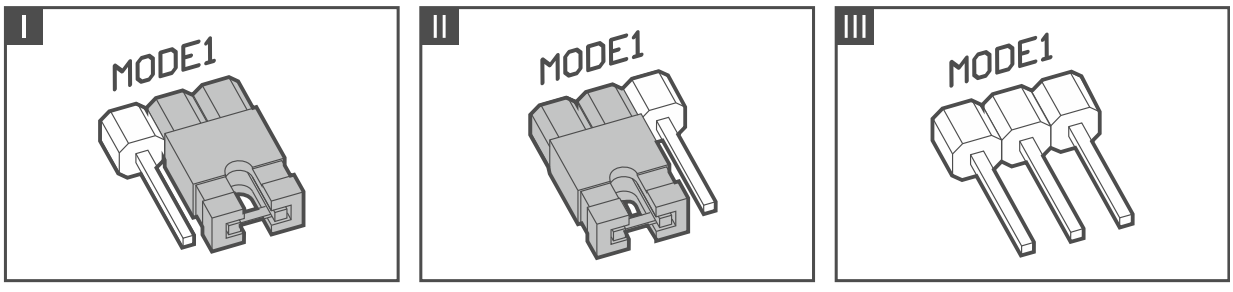

Abb. 13. Die Art und Weise, wie die Steckbrücke auf die Pins MODE aufgesetzt wird.
Impulsbetrieb [Steckbrücke auf den Pins rechts (Abb. 13-I)] – der Relaisausgang ist eingeschaltet, wenn die Handsendertaste gedrückt ist (maximal 30 Sekunden – nach dieser Zeit hört der Handsender auf zu senden, um die Batterie vor Entladung zu schützen).
**Monostabiler Betrieb** [Steckbrücke auf den Pins links (Abb. 13-II)] – nach dem Drücken der Handsendertaste wird der Relaisausgang für die programmierte Zeit eingeschaltet.
**Bistabiler Betrieb** [Steckbrücke von den Pins abgenommen (Abb. 13-III)] – nach jedem Drücken der Handsendertaste wechselt der Relaisausgang in den Gegenzustand.